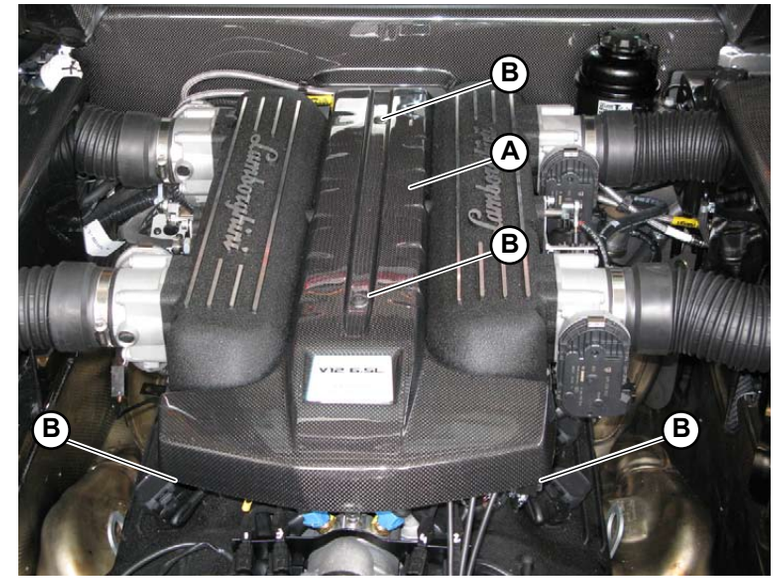

Fig.8
1. Secure the engine safety cover (**A-Fig.8**) using the 4 screws (**B-Fig.8**).